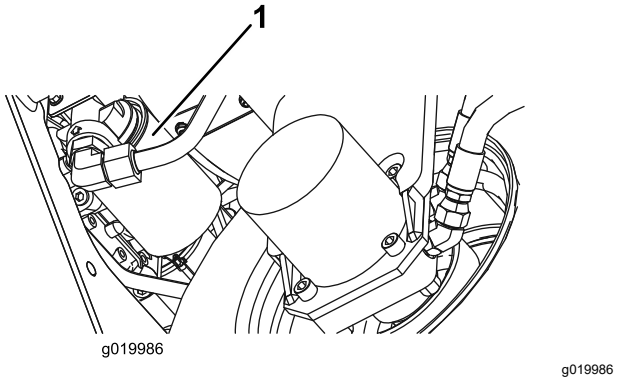

Figuur 77
2. Reinig de omgeving van de plaats waar het filter wordt gemonteerd. Plaats een opvangbak onder het filter (Figuur 77) en verwijder het filter.